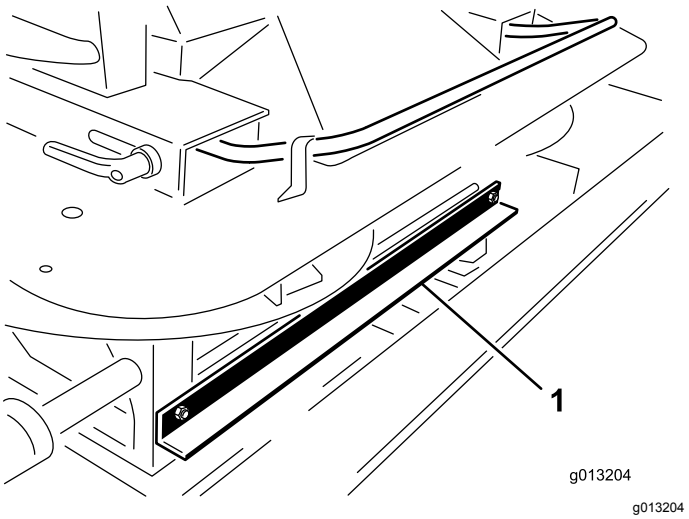

Figur 4
3. Foran på dobbeltspinneren fjerner du de to boltene og mutrene som fester maskinens løfteutstyrs transportbrakett til dobbeltspinneren (Figur 4).